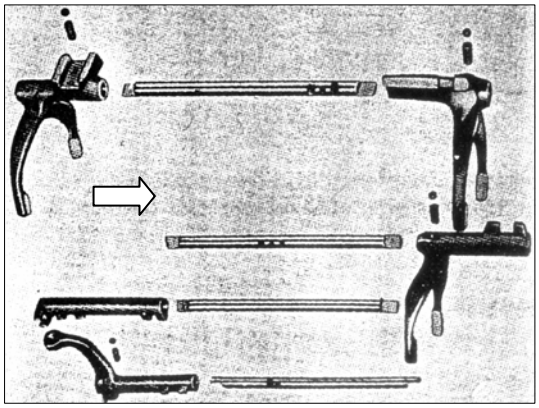

РИС. 229
31) Установите 4 штока переключателя вместе с вилками в правильной последовательности (см. рис.229). Установите зажимные планки и затяните болты крепления с усилием 2,5-3 кг·м., застопорите их, согнув стопорные пластины.